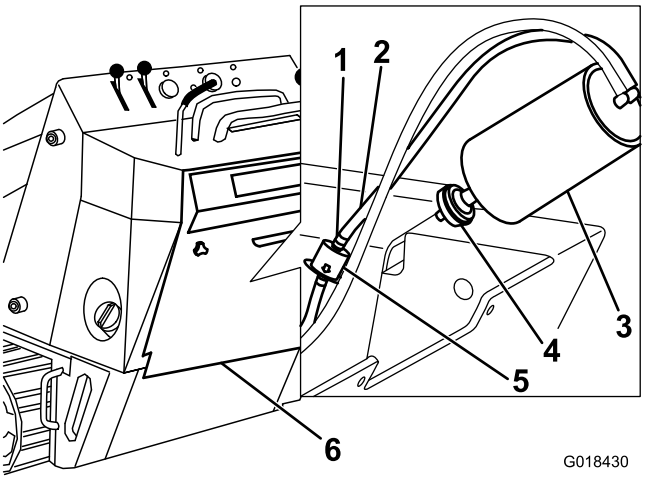

**Figuur 34**
3. Verwijder het luchtfilter en gooi het weg (Figuur 34).
4. Plaats een nieuw filter op de koolstofhouder (Figuur 34).
3. De verende slangklemmen aan beide zijden van het purgeerlijnfilter van de koolstofhouder wegnemen van het filter (Figuur 34).
4. Verwijder het purgeerlijnfilter en gooi het weg (Figuur 34).
5. Monteer een nieuw filter op de slang. De pijl op het filter moet weg van de koolstofhouder wijzen. Bevestig met de slangklemmen (Figuur 34).